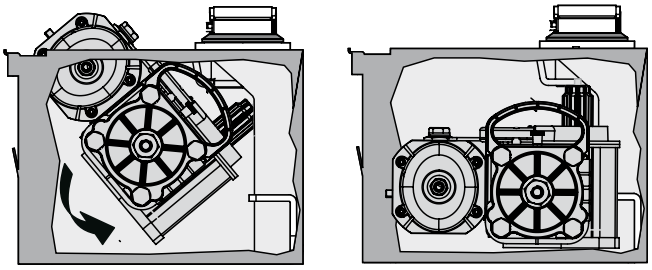

Fig.17
9) Using the handles, insert the operator in the bearing case as shown in Fig.17 A,B